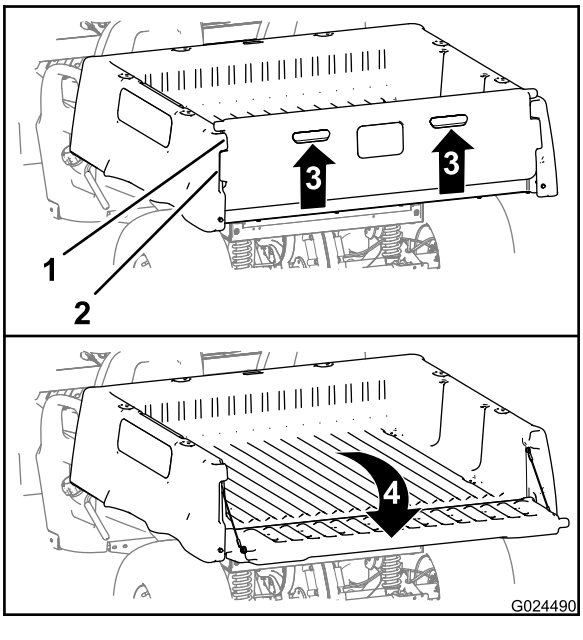

Figuur 14
2. Til de klepjes op het achterste paneel van de achterlaadklep omhoog (Figuur 14).
3. Lijn de borgflenzen van de achterlaadklep uit met de openingen tussen de flenzen van de achterlaadklep van de laadbak (Figuur 14).
4. Draai de achterlaadklep naar achteren en omlaag (Figuur 14).
6. Draai de achterlaadklep naar boven en naar voren tot de borgflenzen van de achterlaadklep gelijk komen met het vak voor de achterlaadklep in de laadbak (Figuur 14).
7. Laat de achterlaadklep zakken tot deze in de achterzijde van de laadbak zit (Figuur 14).